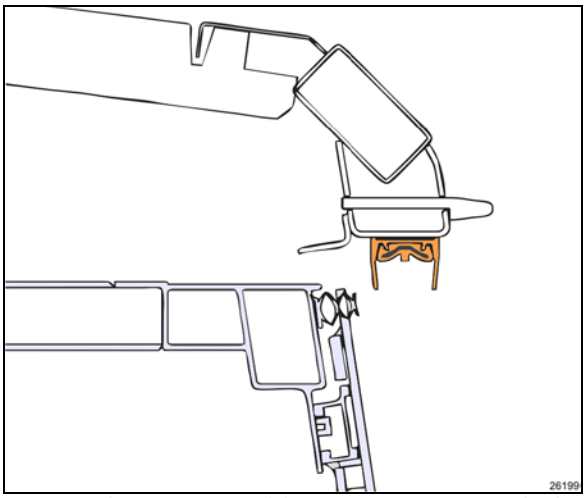

FIGURE 19: VUE DE COUPE DE LA RALLONGE COULISSANTE RÉTRACTÉE DE 2"
Ne pas trop rétracter la rallonge coulissante. Rétracter juste au-delà du joint racleur. (Figure 19)
9. En suivant la procédure de contournement manuel paragraphe 5, déplacer la rallonge coulissante sur 2 po vers l'intérieur du véhicule, juste assez pour que le joint devienne accessible depuis l'extérieur (Figure 19).